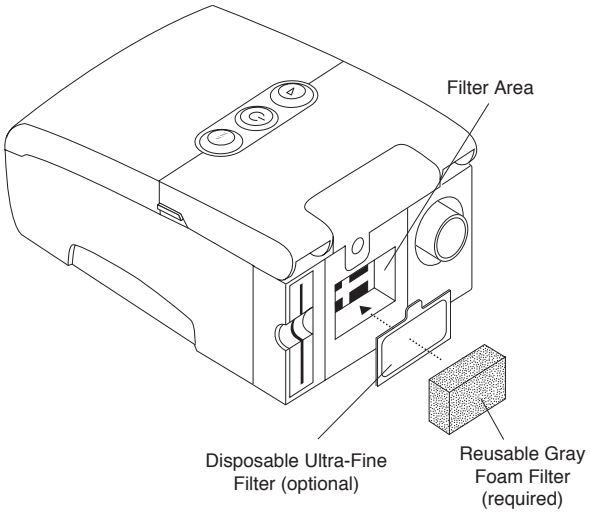

**FIGURE 3–1 INSTALLING THE AIR FILTER**
2. Insert the gray foam filter into the filter area as shown in Figure 3–1.